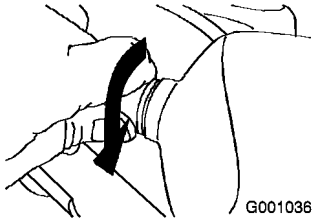

Figura 54
5. Girate in senso orario la base della lampadina, finché non è inserita perfettamente (Figura 54).